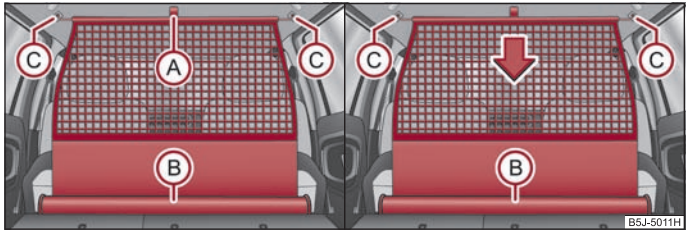

Fig. 66 Retirar / enrollar la red de separación
– Tire de la red divisoria por la lengüeta Ⓐ y sáquela de la caja Ⓑ ⇒ fig. 66.
– Tire de la barra transversal un poco hacia atrás, primero en un lado y seguidamente en el otro lado, y saque la barra transversal de los alojamientos Ⓒ ⇒ fig. 66.